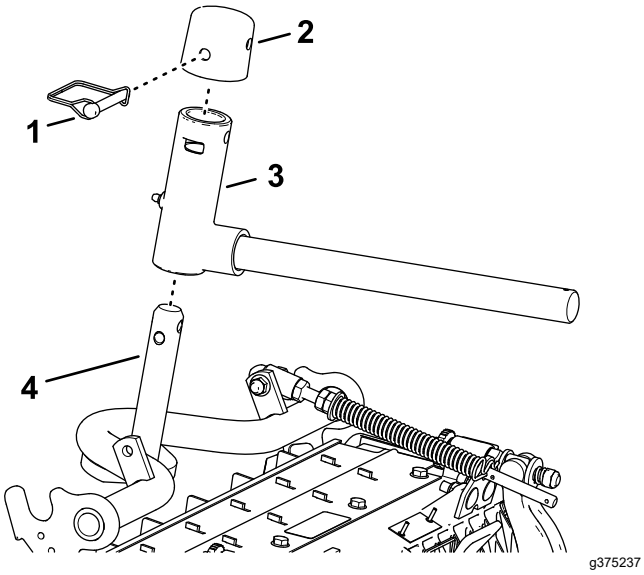

Рисунок 27
2. Установите втулку подъемного рычага на вал несущей рамы (Рисунок 27).